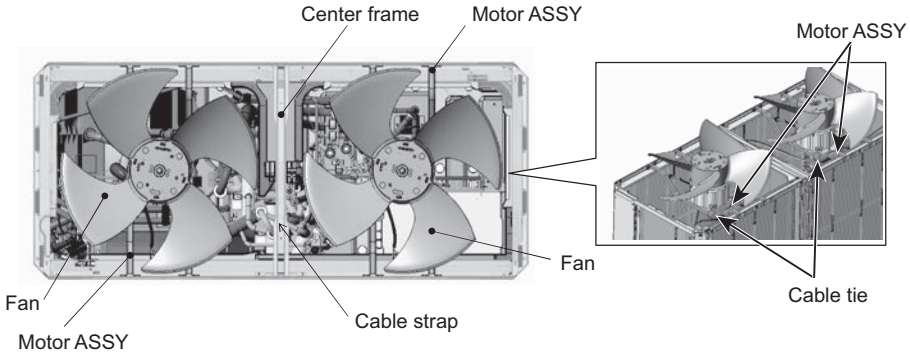

Figure 9
(11) Unstrap the cable from the cable strap on the middle frame. (Figure 9)
(12) Remove the cable tie that is holding the motor ASSY and the unit wiring.
Remove the motor ASSY by unscrewing the 16 screws, using caution not to disconnect the motor wiring or not to damage the fan. (See Figure 9.)